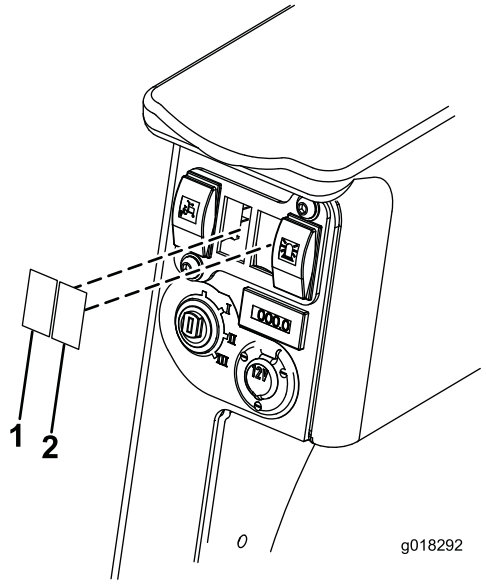

Bild 15
6. Entfernen Sie die zwei Schalterblenden und stecken Sie die Anschlüsse und Kabel für den Warnblinkanlage- und Lampenschalter durch das Schalterloch (Bild 15). Die Anschlüsse für die Warnblinkanlage und Lampen befinden sich an den kürzeren Kabeln; der Warnblinkanlagenanschluss ist rot und der Lampenanschluss ist schwarz. Der Blinkeranschluss ist schwarz und befindet sich am längeren Kabel.